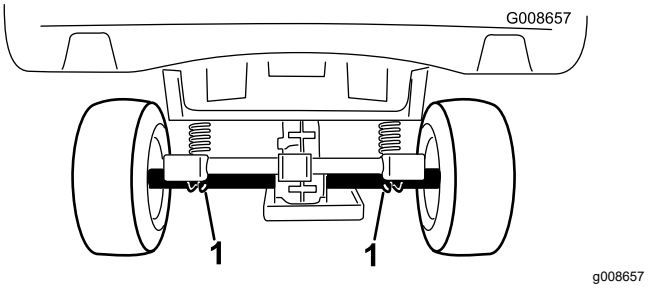

**Figuur 21**
- Het hefpunt aan de achterzijde van de machine bevindt zich onder de asbuizen (Figuur 21).